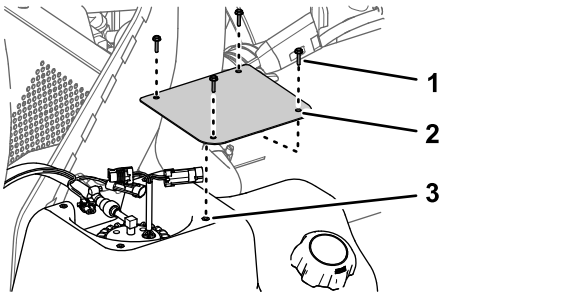

Figura 82
2. En el depósito de combustible, retire los 4 tornillos (N.º 10 x ¾") que sujetan la tapa a la parte superior del depósito de combustible, y retire la tapa (Figura 82).